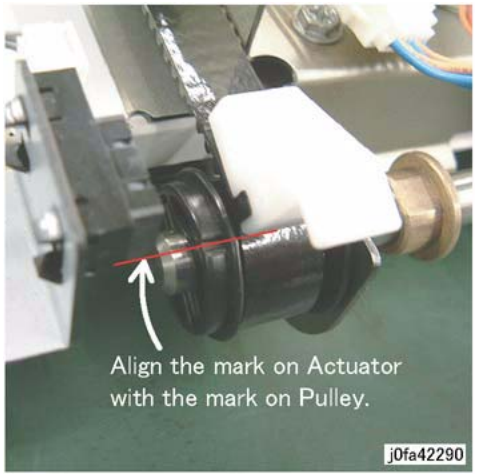
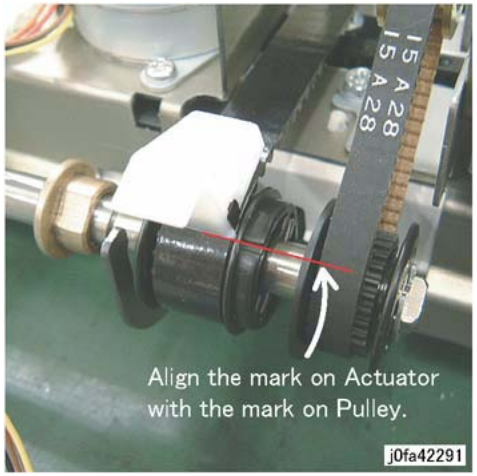

Figure 4 Align Eject Belt
Figure 5 Align Eject Belt
2. Install and align the Eject Belt with marks on the Pulleys (Figure 4) (Figure 5):